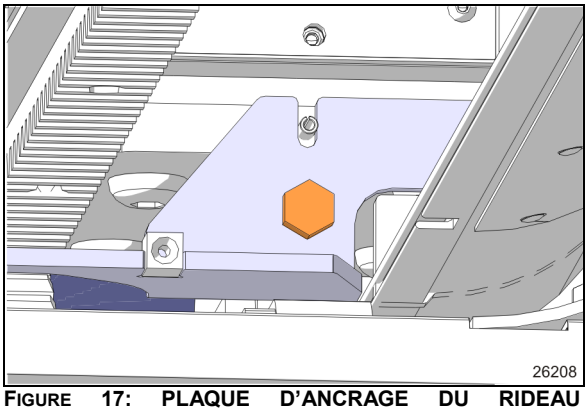

FIGURE 17: PLAQUE D'ANCRAGE DU RIDEAU PROTECTEUR.
3. Certains items doivent être enlevés pour fournir le dégagement nécessaire au pignon. (Figure 17: PLAQUE D'ANCRAGE DU RIDEAU PROTECTEUR.)
6. Enlever la plaque d'ancrage du rideau protecteur pour donner de l'espace vers l'intérieur. (Figure 17)